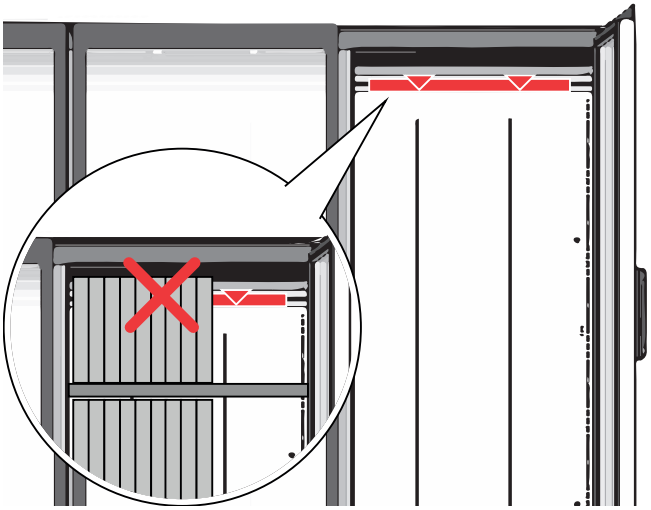

Fig. 16
- La merce non superi la linea di carico ("Fig. 16").